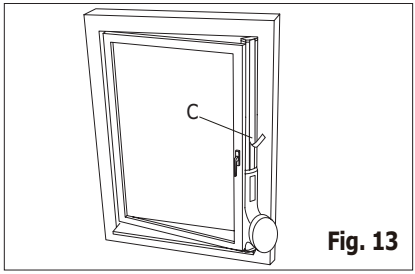

Fig. 13
4. Cut the decoration film to an appropriate length and stick on the extend rod (Fig. 13).